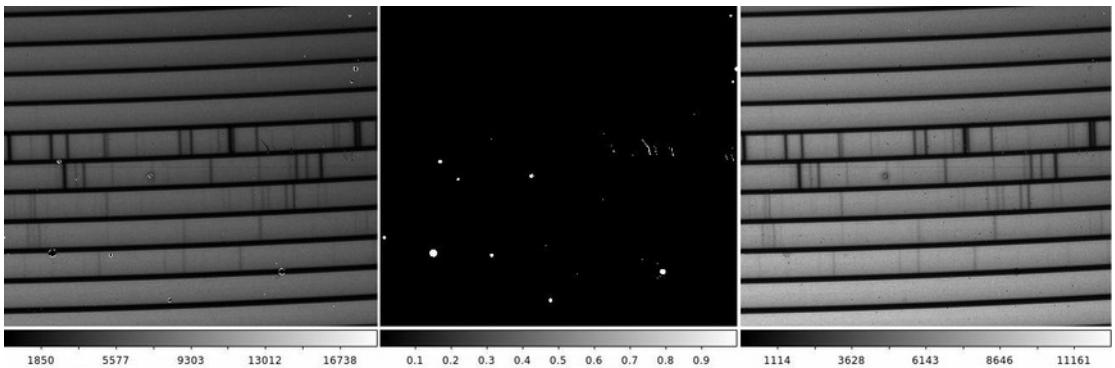

Figure 3: Flat-field with bad pixels (left), bad pixel mask (center), and flat-field with bad pixels removed (right)
2. the bad pixels are removed using the bad pixel mask: the frame is filtered using a rectangular filter 41-pixel wide and 1-pixel high and then the bad pixel mask is used to define the bad pixel positions and substitute their values with the filtered ones (see Fig. 3);